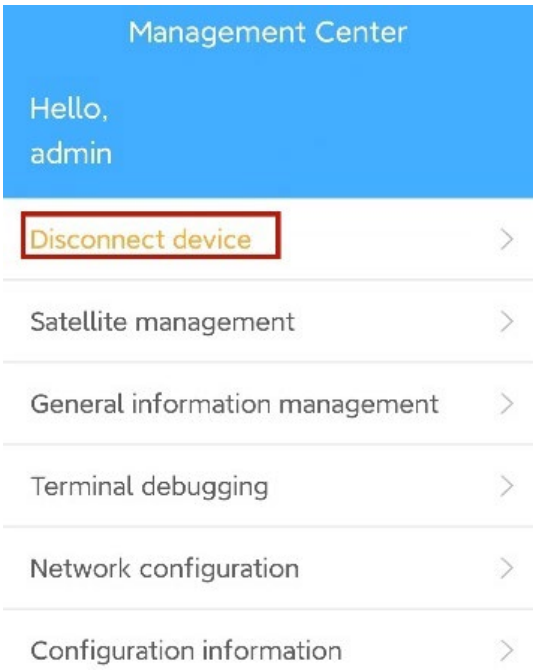

Figure 7-15
10. If you need to disconnect, in the home screen, click the icon in the lower navigation bar to enter the management center interface, as shown in Figure 7-15, and select "Disconnect Device".